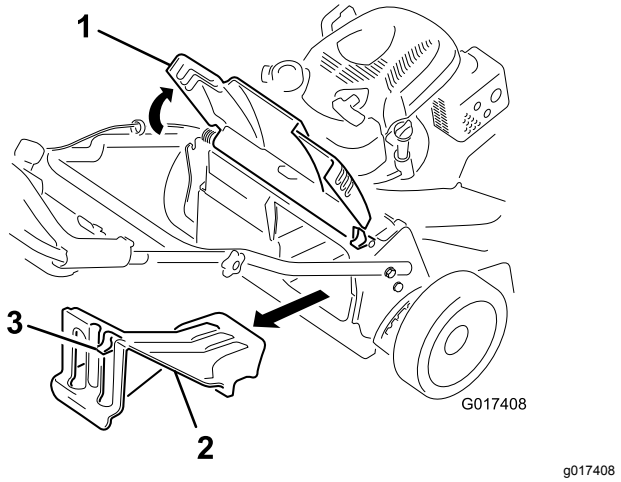

Figure 26
1. Soulevez le volet arrière et gardez-le dans cette position (Figure 26).
2. Retirez l'obturateur d'éjection arrière en appuyant sur le verrou avec le pouce et en tirant l'obturateur hors de la machine (Figure 26).